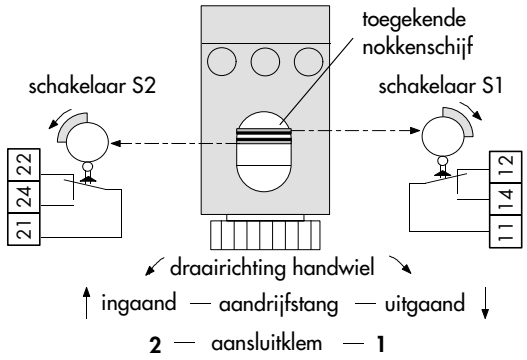

figuur 9 · eindschakelaar
4.2 Instellen van de eindschakelaar (figuur 9)